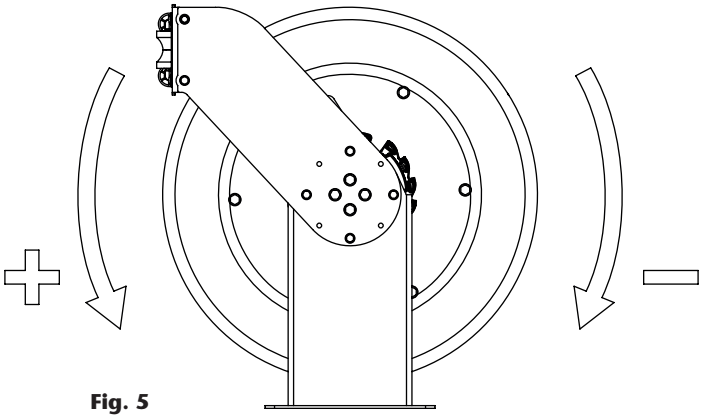

Fig. 5
3. Once the hose is completely wound around the spool (the power spring still will be with no tension), apply the pre-tension to the power spring by turning the spool the number or turns stated in the table depending on the hose length (pag. 5), turning in positively direction as shown in (fig. 5). Do not apply more tension than stated, as the power spring could be damaged.
3. Una vez la manguera esté totalmente recogida (el resorte deberá seguir neutro), aplique la pre-tensión al resorte, girando el tambor el número de vueltas indicado en la tabla dependiendo de la longitud de la manguera (pág. 6), en sentido positivo según (fig. 5). No se debe aplicar más tensión de la indicada, pues el resorte podría resultar dañado.
3. Dès que le flexible est totalement enroulé (le ressort doit toujours être maintenu en position neutre), exercer une tension préliminaire du ressort, en faisant tourner le tambour le nombre de tours indiqué sur le tableau en fonction de la longueur du flexible en question (pag. 6), et ce, en sens positif (voir Fig. 5). Ne jamais exercer une tension plus forte que celle qui est demandée sous peine d'abîmer le ressort.
3. Nachdem der Schlauch komplett aufgerollt ist (wobei die Trommelfeder weiterhin entspannt bleiben muss), spannen Sie die Feder vor, indem Sie die Trommel so viele Male im Gegenuhrzeigersinn drehen (Seite 7), wie in der Tabelle in Abhängigkeit der Schlauchlänge angeführt ist (Abb. 5). Die angegebene Federspannung darf nicht überschritten werden, da sonst die Feder beschädigt werden könnte.
6. Apply the pre-tension to the power spring by turning the spool the number of turns indicated below, depending on the power spring version and the hose length (fig. 5):
6. Aplique la pre-tensión al resorte, girando el tambor el nº de vueltas indicado dependiendo de la longitud de manguera (fig. 5):
6. Pour appliquer la pré-tension du ressort, tourner le tambour le nombre de tours indiqués sur le tableau ci-dessous indiqué en fonction de la puissance du ressort et de la longueur du flexible (fig. 5):
6. Spannen Sie die Schlauchfeder vor, indem Sie abhängig vom Trommelfedertyp und der Schlauchlänge die angegebene Anzahl von Drehungen an der Schlauchtrommel ausführen (Abb. 5):
4. Turn the spool to increase or decrease the power spring tension (fig. 5).
4. Haga girar la bobina para incrementar o disminuir la tensión (fig. 5).